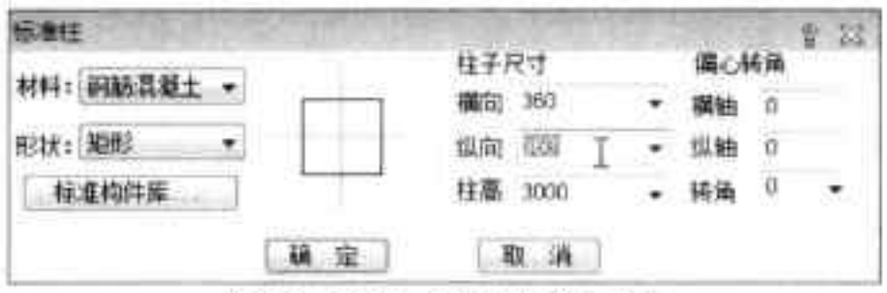

图16-124 设置墙柱尺寸
Step07 执行“轴网柱子 > 标准柱”命令，打开“标准柱”对话框，将墙柱的“横向”和“纵向”设为“360”，如图 16-124 所示。